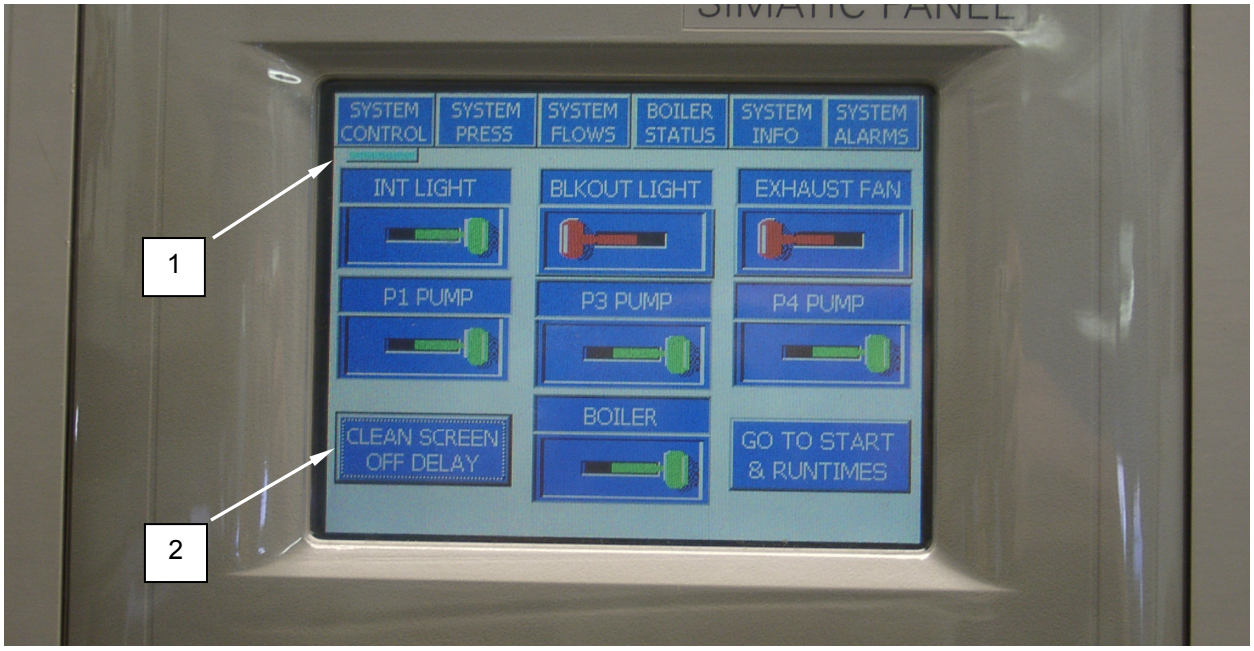

Figure 8. Operate the Clean Screen off Delay.
1. Ensure the System Control **(Figure 8, Item 1)** screen is displayed.
2. Touch the CLEAN SCREEN OFF DELAY BUTTON **(Figure 8, Item 2)**.